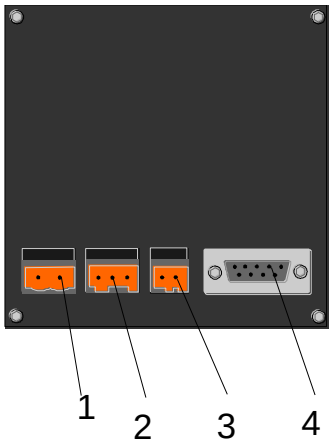

Bild 3: Anschlussbuchsen, hinten am Gerät
- Schließen Sie zuerst einen Temperaturregler an der BUS-Schnittstelle des ELT-ANZ (Bild 3, Pos. 3) an.